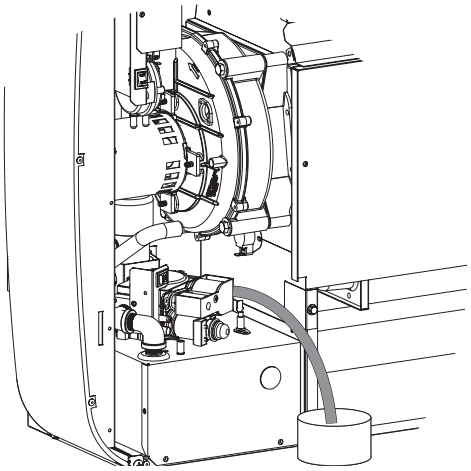

Figure 2
4. Si l'appareil de chauffage a été installé et utilisé, la trappe à condensat doit être vidangée. Déconnecter le tuyau souple transparent de la prise de la roue d'aspiration avant et l'utiliser pour vidanger le condensat depuis la prise dans un récipient. Replacer le tuyau une fois la vidange terminée. **Voir Figure 2.**